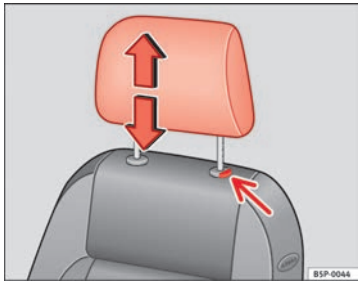

Fig. 92 Adjusting and removing the head restraints
– Press the button ⇒ Fig. 92 (arrow).